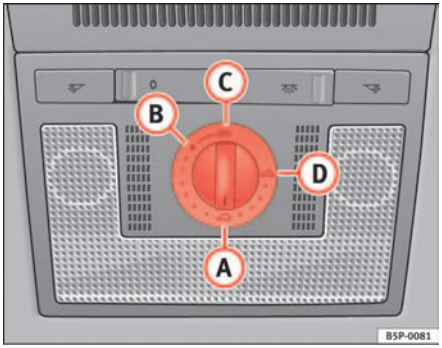

Fig. 70 Detail of the sunroof: rotary button for sliding/tilting sunroof ▶
– Turn the rotary button to position (A) ⇒ page 108, fig. 70 ⇒ ⚠.